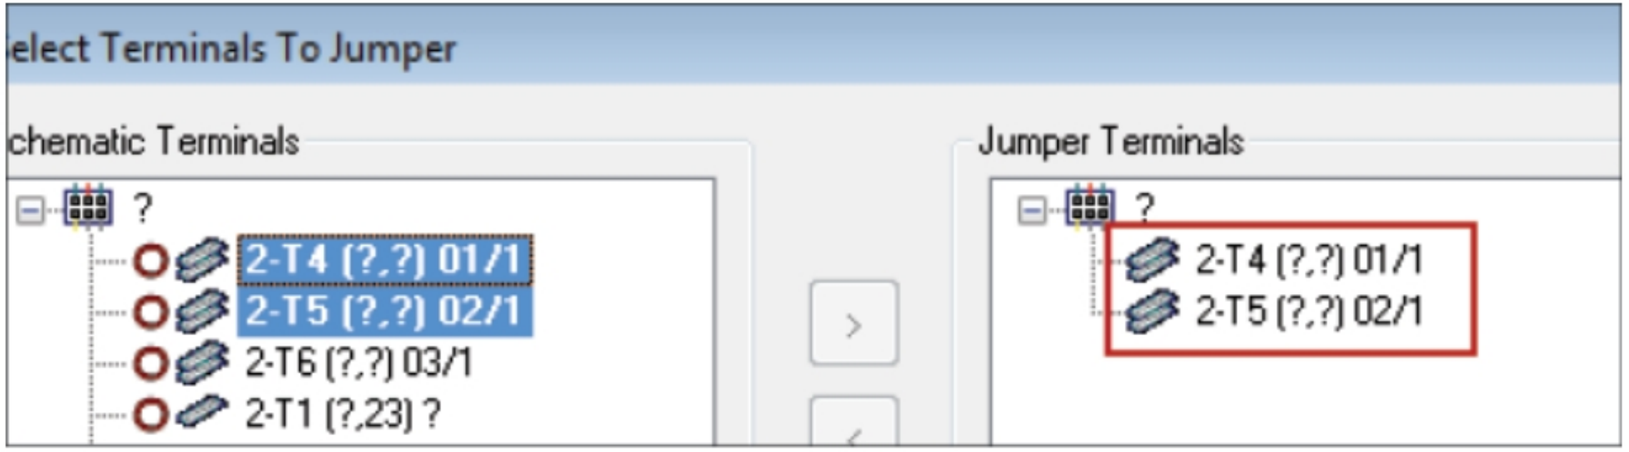

Figure-24. Terminals added in Jumper Terminals area
- Select the terminals you want to jumper while holding the **CTRL** key and press the > button from the dialog box. The selected terminals will be added in the **Jumper Terminals** area; refer to Figure-24.